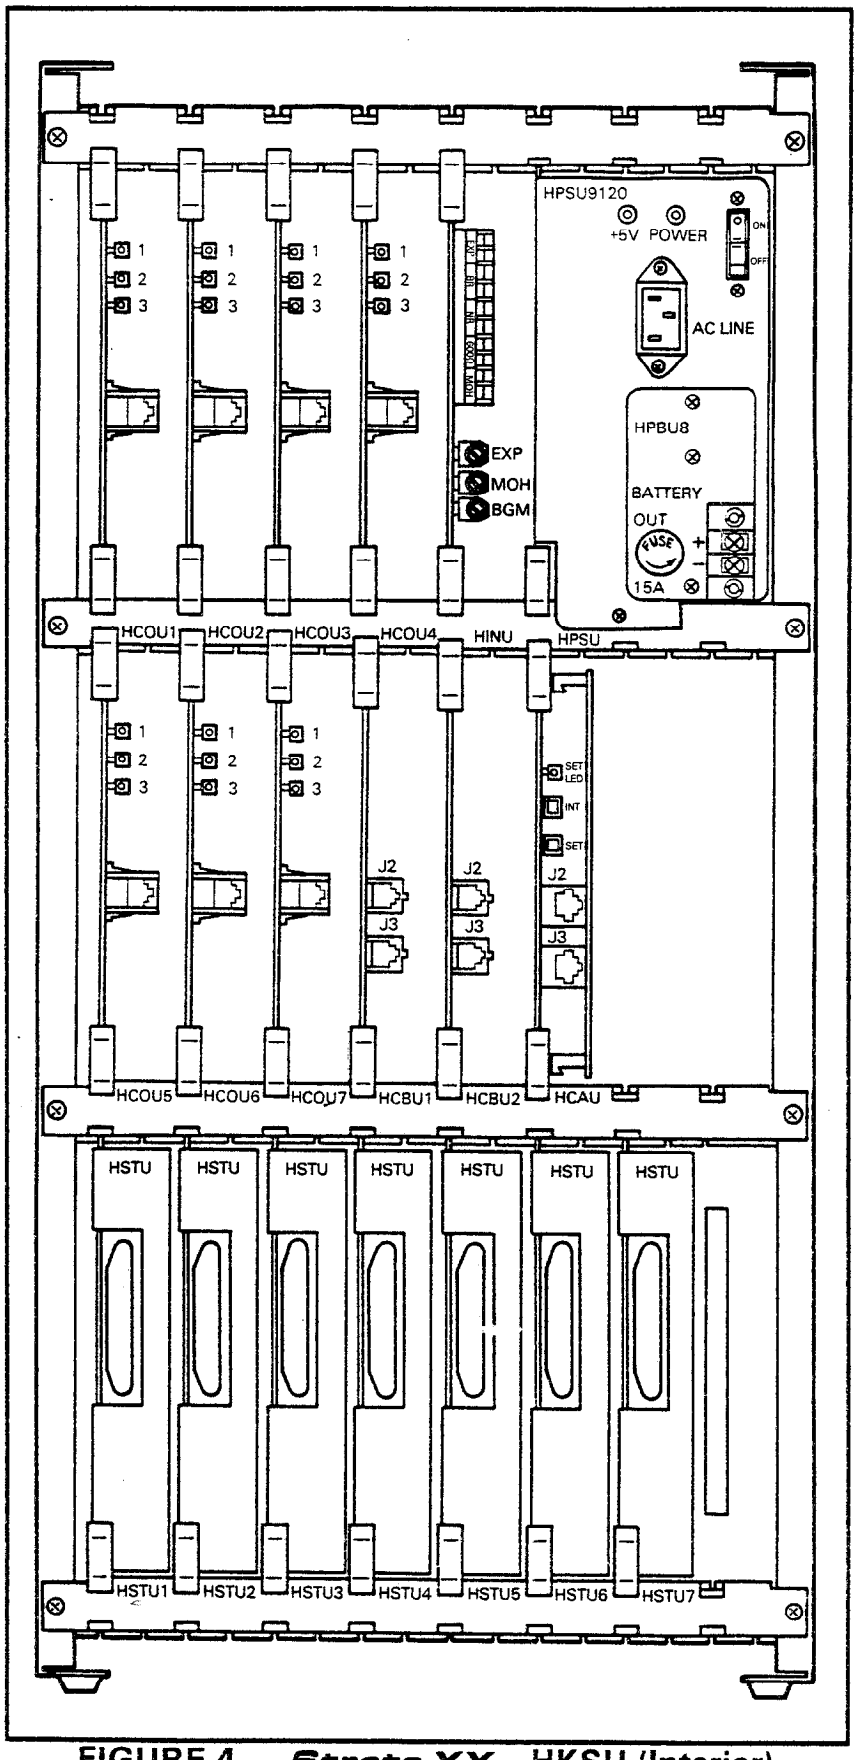

FIGURE 4 — ***Strata XX$_e$*** HKSU (Interior)
02.03 The ***Strata XX$_e$*** HKSU (Figure 4) contains three shelves with spaces to accommodate up to 18 PCBs and one power supply (HPSU 9120). Three additional PCB slots are reserved for future use.